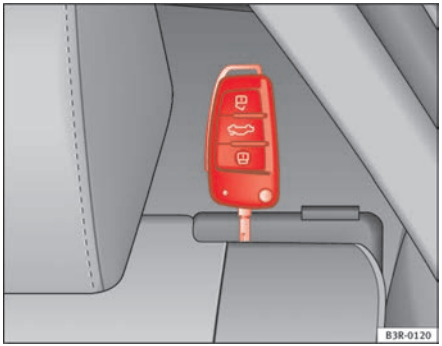

Fig. 119 Locking the backrest
– Turn the key anti-clockwise in the lock on the backrest release lever ⇒ page 141, fig. 119.